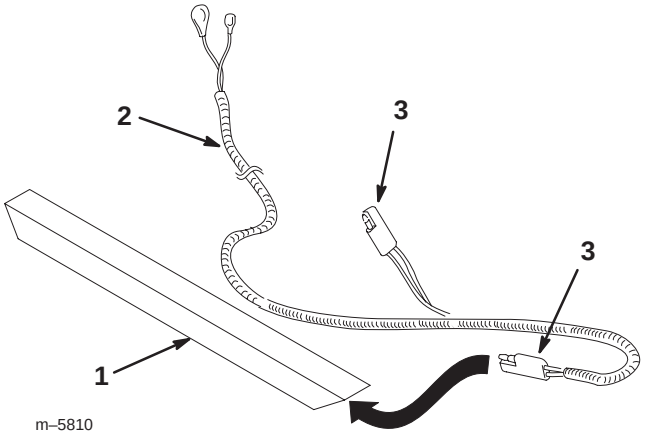

Figure 6
2. Route the wire harness through the tubular light bracket so that the connectors on the harness for the lights are on either end of the bracket (Fig. 6).